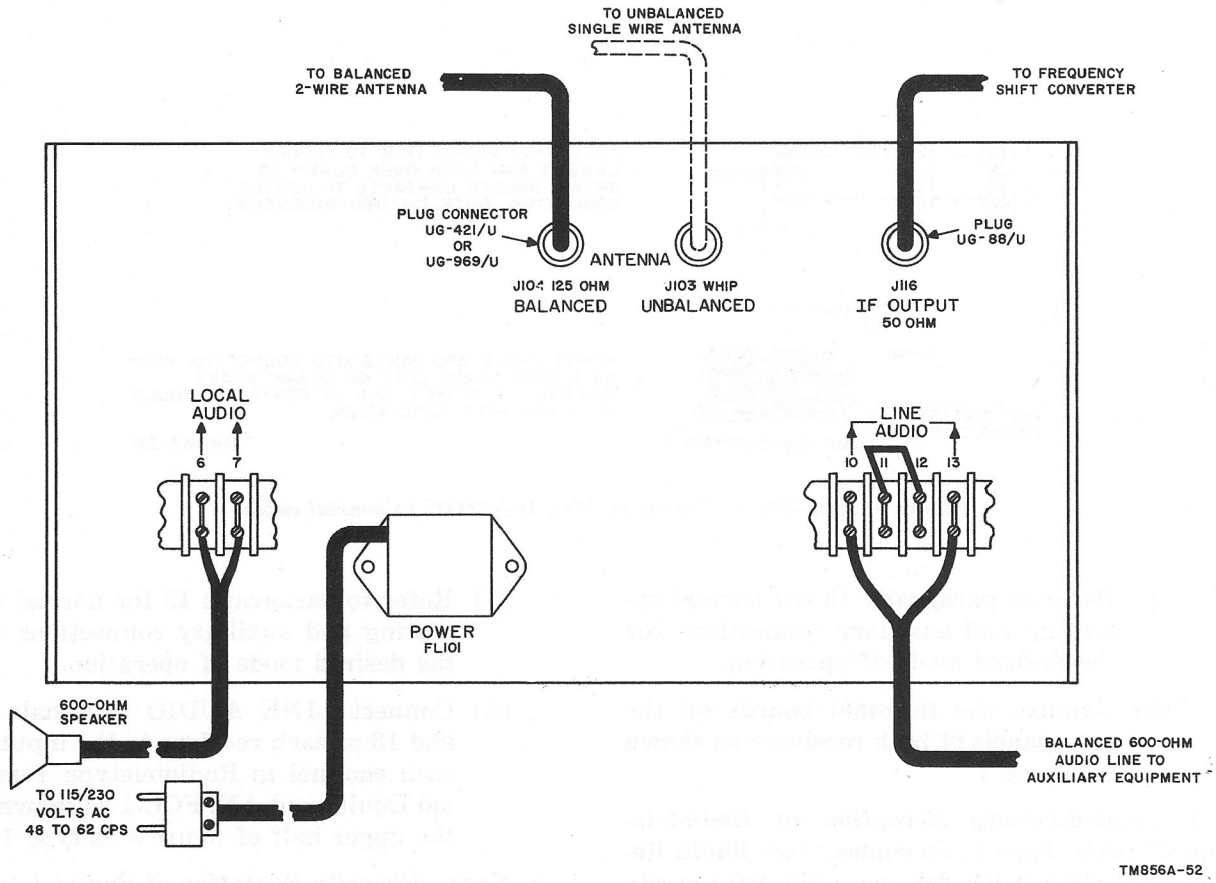

Figure 8. Radio Receiver R-390A/URR, cording diagram.
c. Audio Output (fig. 8).
(1) A 600-ohm headset or speaker may be connected as indicated below: